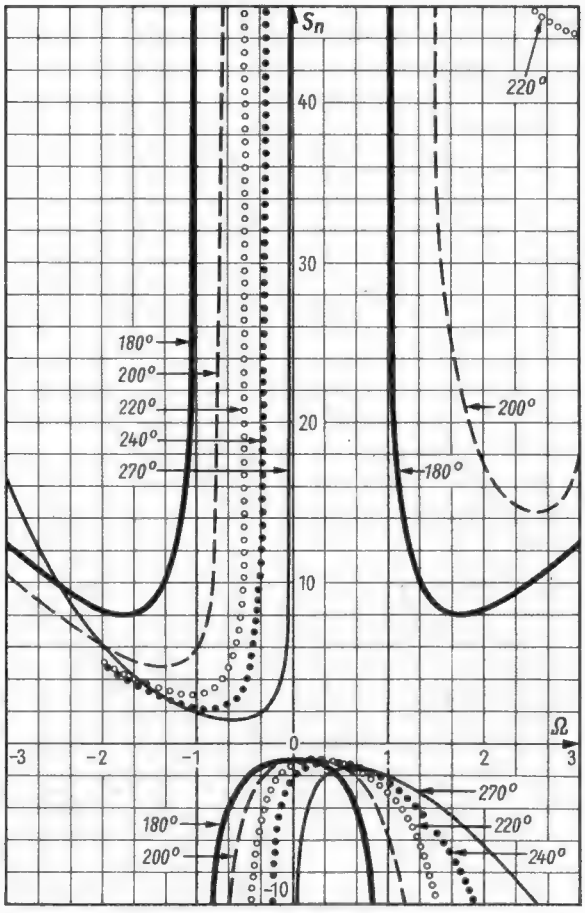
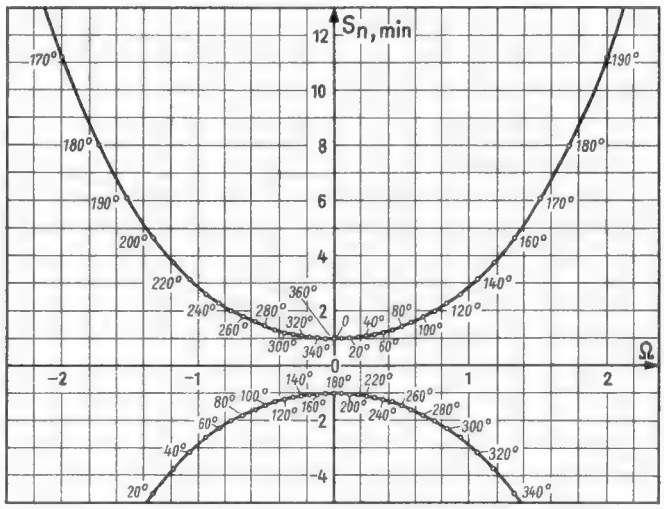

Bild 3. Normierter Schwingsicherheitsfaktor für $\varphi = 180^0$, 200^0, 220^0, 240^0 und 270^0
Bild 4. Minimumfunktion des normierten Schwingsicherheitsfaktors
Für jeden Winkel φ gibt es nun eine Kurve $s_n = f(\Omega)$, aus der man den Schwingsicherheitsfaktor s durch Multiplikation mit $\frac{g_{1a}\, g_{2e}}{|Y_R| \cdot |S|}$ erhält. In *Bild 3* sind die Kurven $s_n = f(\Omega)$ für die Winkel $\varphi = 180^0$, 200^0, 220^0, 240^0 und 270^0 eingetragen. Hier werden für φ Werte aus dem dritten Quadranten der Zahlebene gewählt, da φ für Transistoren in Emitterschaltung in ihrem jeweiligen Hauptanwendungsbereich in diesem Gebiet liegt. Für die Basisschaltung der Transistoren liegt der Winkel φ entsprechend zwischen 0^0 und 90^0. Da $\cos\varphi = -\cos(\varphi - 180^0)$ und $\sin\varphi = -\sin(\varphi - 180^0)$, gilt $s_n(\Omega)$ für φ gleich $-s_n(\Omega)$ für $(\varphi - 180^0)$. Man kann also die Kurven in Bild 3 auch für die Basisschaltung verwenden, wenn man die Vorzeichen von s_n umkehrt und von den Parameter-Werten φ 180^0 abzieht.
Wichtig für die Dimensionierung einer Verstärkerstufe, die nicht schwingen darf, ist jeweils der minimale Schwingsicherheitsfaktor s_{min} bzw. der minimale normierte Schwingsicherheitsfaktor $s_{n,\,min}$. Wie aus den Kurven (Bild 3) zu entnehmen ist, liegen meistens drei Extremstellen für jeden Winkel φ vor, wobei eine für die beiden Grenzfälle $\varphi = 90^0$ und $\varphi = 270^0$ verschwindet. Die Lage dieser Extremstellen soll nun noch berechnet werden. Man setzt also die erste Ableitung von Gleichung (28) $\frac{\partial s_n}{\partial \Omega} = 0$ und erhält
Die daraus als Funktion von φ ermittelten Werte für Ω werden in Gleichung (28) eingesetzt, und man erhält die in *Bild 4* gezeigte Minimumfunktion des normierten Schwingsicherheitsfaktors $s_{n,\,min} = f(\Omega, \varphi)$. Die für jeden Winkel φ ebenfalls auftretenden Maxima sind für die Berechnung der Schwingsicherheit nicht von Bedeutung, da der Schwingsicherheitsfaktor dort negativ ist und demnach definitionsgemäß die stärkste Gegenkopplung vorliegt. Man wird also dort durch die Gegenkopplung die größte Verstärkungseinbuße erhalten.
Wie man nun aus Bild 4 entnehmen kann, liegen die beiden Minima der Schwingsicherheit, also die größten Entdämpfungen, für $\varphi = 180^0$ symmetrisch zur Bandmittenfrequenz, und beide haben den gleichen, größtmöglichen Betrag. Man könnte also eine Verstärkerstufe, bei der entweder die Durchlaßkurve durch eine Entdämpfung schief ist, oder deren Verstärkung zu gering ist (da man den Schwingsicherheitsfaktor sehr groß gewählt hat, um eine Entdämpfung zu vermeiden), dadurch verbessern, daß man den Phasenwinkel der Stufe durch Schaltungsmaßnahmen auf $\varphi = 180^0$ bringt. Dadurch wird die Durchlaßkurve im ersten Fall wieder symmetrisch. Im zweiten Fall kann man die Schwingkreise am Eingang und Ausgang hochohmiger machen und damit die Schwingsicherheit herabsetzen, ohne daß die Durchlaßkurve schief wird. Die zusätzliche Phasendrehung läßt sich sehr leicht durch Parallelschaltung eines reellen Widerstandes zur Kollektor-Basis-Strecke verwirklichen.
Zur Berechnung der Schwingsicherheit einer Verstärkerstufe benötigt man nur die in der positiven Halbebene von Bild 4 eingezeichnete Kurve. Durch Messung ermittelt man die Phasenwinkel von Steilheit und Rückwirkung des betref-
fenden Transistors. Aus Bild 4 entnimmt man dann für $\varphi = 180^0 + \varphi_R + \varphi_S$ den kleinsten Wert für $s_{n,\,min}$ und die zugehörige normierte Verstimmung. Nach Wahl von s_{min} kann man mit den Werten $s_{n,\,min}$ und s_{min} und den Meßwerten $|Y_R|$ und $|S|$ nun die beiden charakteristischen Schaltungsgrößen, nämlich die zulässigen Resonanzleitwerte g_{2e} und g_{1a} der Kreise am Eingang und Ausgang des Transistors berechnen. Dabei gilt (siehe Gleichung (28))
Den Verlauf der Schwingsicherheit dieser Stufe über der Frequenz erhält man aus dem normierten Schwingsicherheitsfaktor s_n für $\varphi = 220^0$ (Bild 3), indem man den Ordinatenmaßstab mit dem Faktor
In Bild 4 erkennt man, daß die Rückwirkung der Basisschaltung in der Umgebung der Resonanzfrequenz als Mitkopplung wirkt, während die Rückwirkung der Emitterschaltung dort als Gegenkopplung auftritt. Außerdem sind in der Basisschaltung die Werte für $s_{n,\,min}$ erheblich kleiner und im Grenzfall für $\varphi = 360^0$ sogar 1, so daß es viel schwieriger ist, eine solche Stufe ohne Neutralisation stabil zu halten. Die Kurven des normierten Schwingsicherheitsfaktors s_n für $0 \leqq \varphi \leqq 90^0$ erhält man aus den Kurven in Bild 3, indem man die Vorzeichen von s_n der Kurven für $\varphi + 180^0$ umkehrt. Demnach erhält man den normierten Schwingsicherheitsfaktor für z. B. $\varphi = 20^0$ aus Bild 3. Es gilt also für $0 \leqq \varphi \leqq 90^0$:
Nach dem Entfernen von sechs Bodenschrauben läßt sich das gesamte Oberteil des Holzgehäuses abnehmen. Damit ist ein großer Teil der Verstärkerelemente gut zugänglich *(Bild 2)*. Nach Abnahme der Bodenplatte, die ebenfalls von nur wenigen gut zugänglichen Schrauben gehalten wird, liegt auch der Verstärkerunterteil frei *(Bild 3)*.
Rechts: Bild 3. Unterseite des Stereoverstärkers SV 50